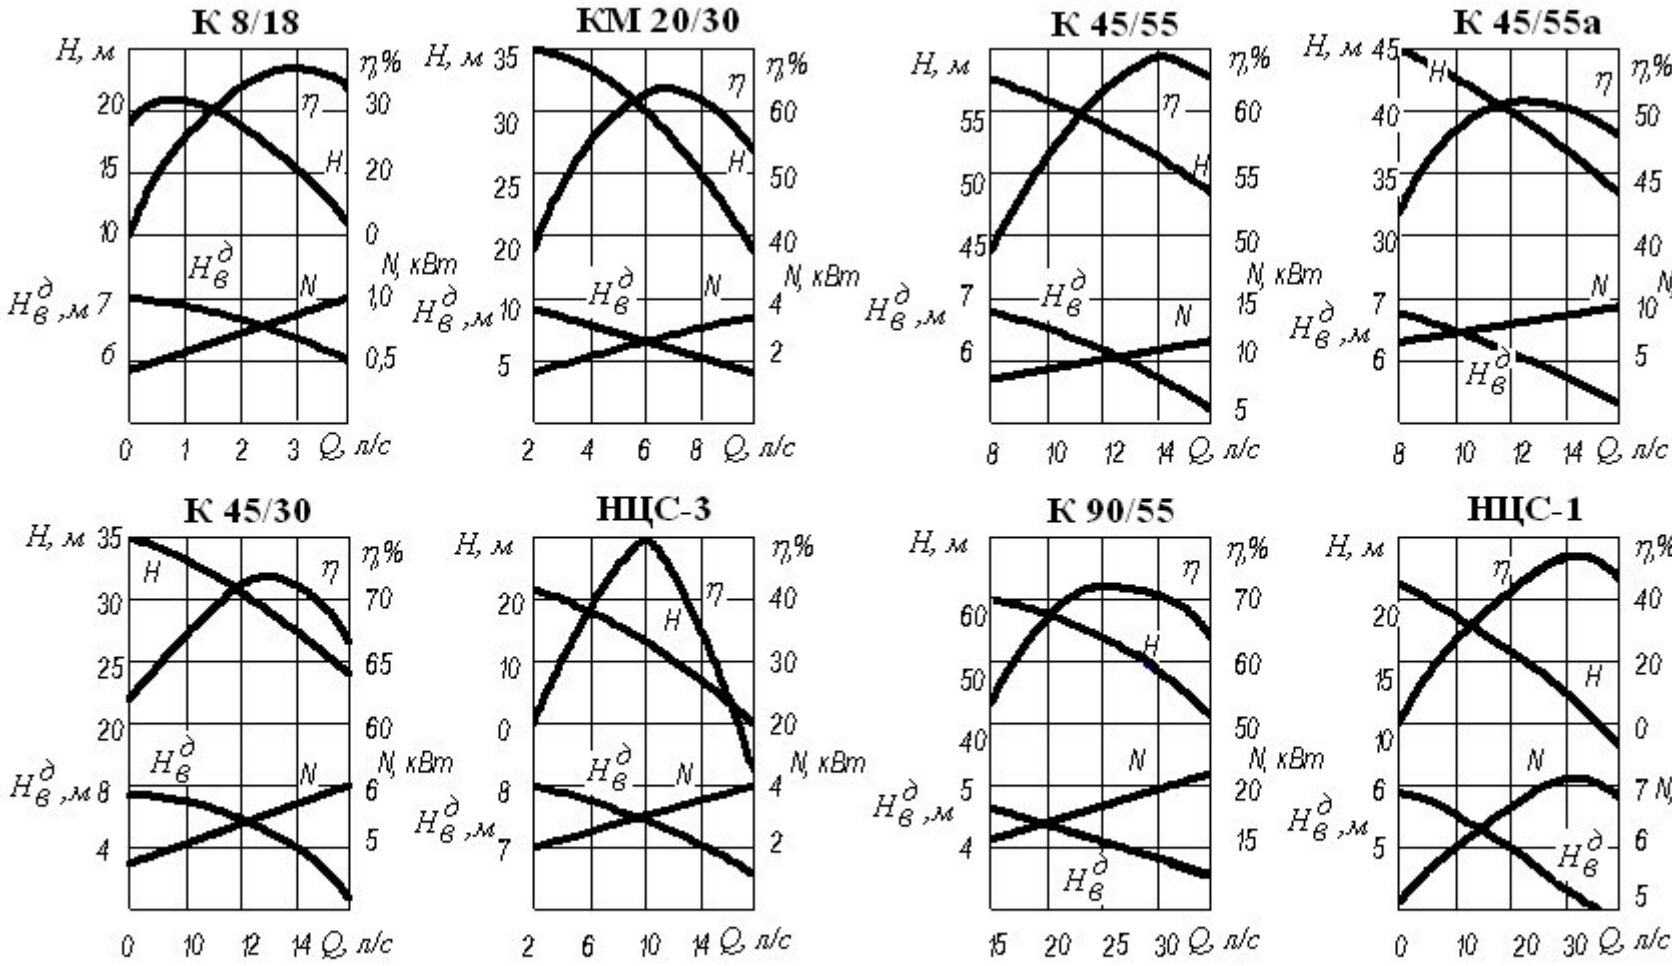
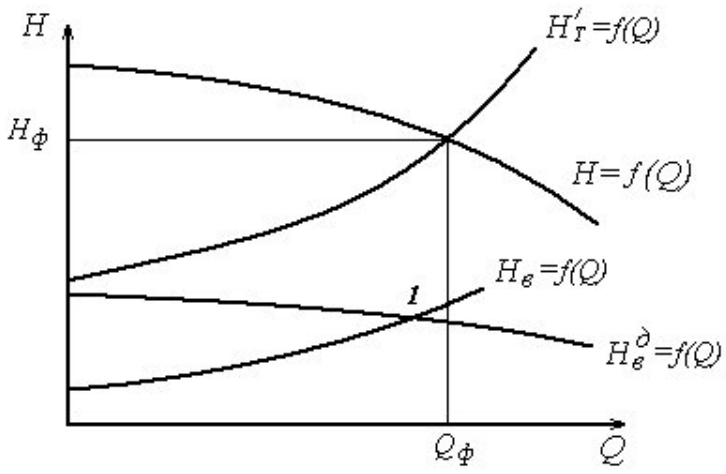

Рис.6. Характеристики некоторых насосов, используемых в судовых системах
Рис.7. Проверка условия бескавитационной работы насоса
На полученном ранее графике с характеристикой сети следует построить характеристику $H=f(Q)$ выбранного насоса. Точка пересечения характеристик определяет фактические значения подачи $Q_ф$ и напора насоса $H_ф$ (рис. 7). Фактическая подача насоса должна быть не менее подачи, определенной по расчету. По характеристике насоса (рис. 6) необходимо также определить фактические значения КПД и мощности насоса.
Зависимость допускаемой вакуумметрической высоты всасывания насоса от его подачи $H_в^д = f(Q)$ приведена на графике характеристики насоса (см. рис. 6).
На полученный ранее общий график (рис.7) наносятся кривые $H_в^д = f(Q)$ и $H_в = f(Q)$. Проверяется выполнение условия (11) при найденной ранее фактической подаче $Q_ф$. На примере, приведённом на рис. 7 , условие (11) не выполняется, следовательно, бескавитационная работа насоса невозможна. В этом случае следует дать рекомендации, обеспечивающие работу насоса с требуемой подачей без кавитации.